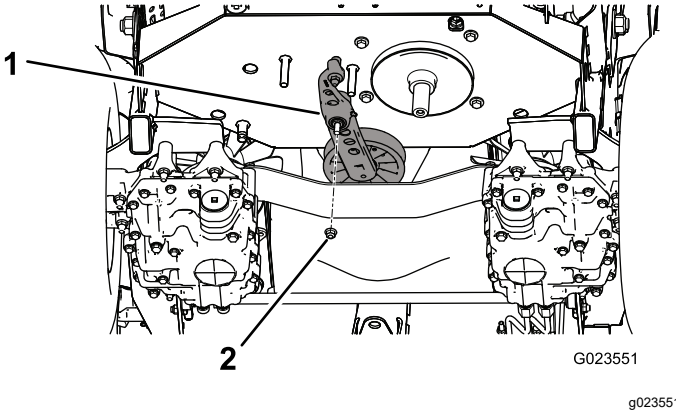

Figure 61
5. Remove the nut that secures the tensioner assembly to the frame (Figure 61).